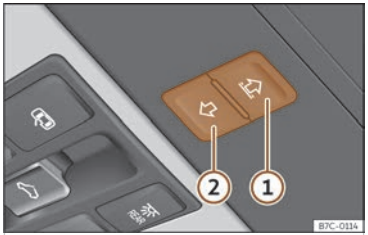

Abb. 62 Im Dachhimmel: Funktionsfläche zur Bedienung des Sonnenschutzrollos.
• Wenn sich das Sonnenschutzrollo innerhalb von 5 Sekunden immer noch nicht schließen lässt, drücken Sie den Taster ››› **(Abb. 62)** ②, bis das Sonnenschutzrollo vollständig geschlossen ist. **Das Sonnenschutzrollo schließt ohne Einklemmschutz!**